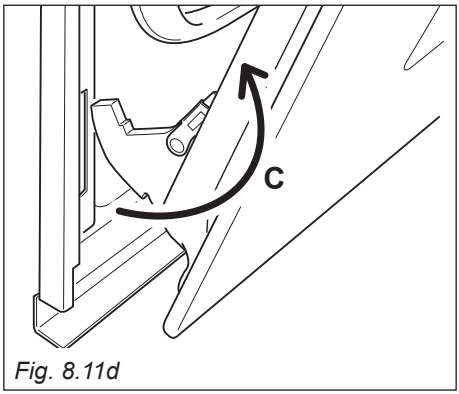

Fig. 8.11d
- Withdraw the hinge hooks from their location following arrow “**C**” (fig. 8.11d).